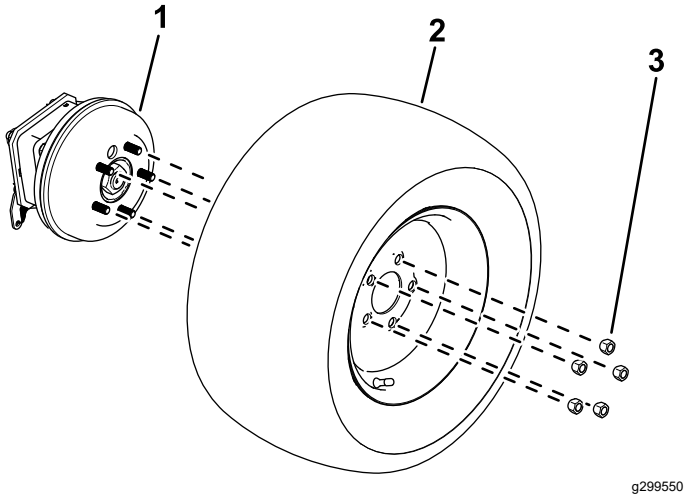

Figur 11
2. Lossa och ta bort hjulmuttrarna (Figur 11).
3. Ta bort hjulen från hjulnaven (Figur 11).
1. Fäst däcken på hjulnaven med de hjulmuttrar du tog bort tidigare (Figur 11).